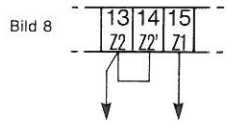

Bild 8
- **Anschlußmöglichkeit für weitere witterungsabhängige EIN/AUS-Regler** (Bild 8)